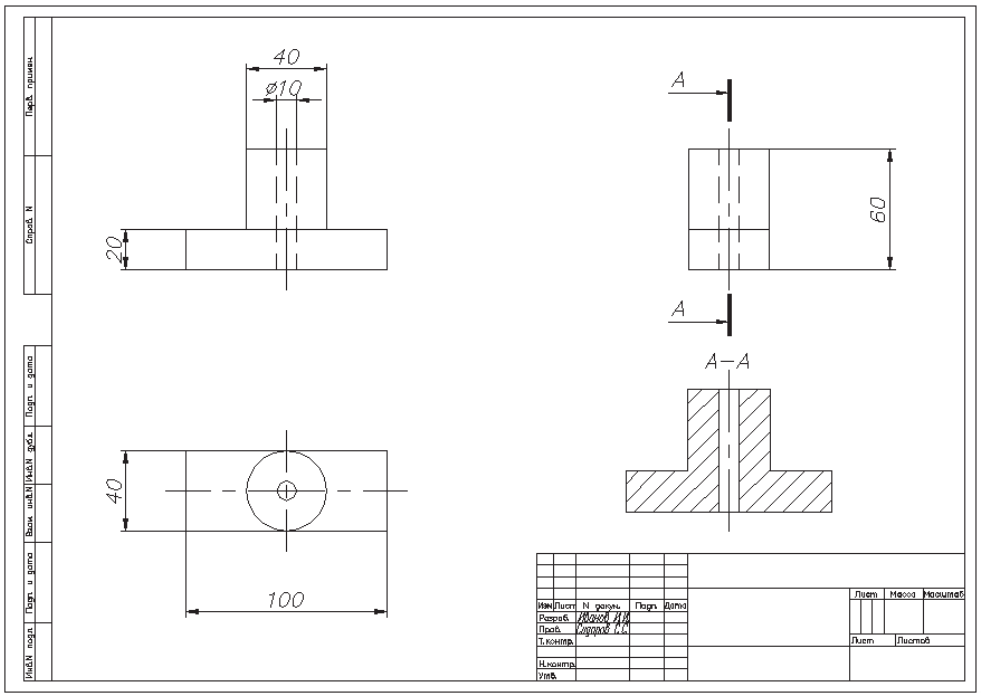

Рис. 26.3. Чертеж детали
12. Проставить на проекциях детали размеры в слоях с именами *<имя вида>-DIM* (рис. 26.3).